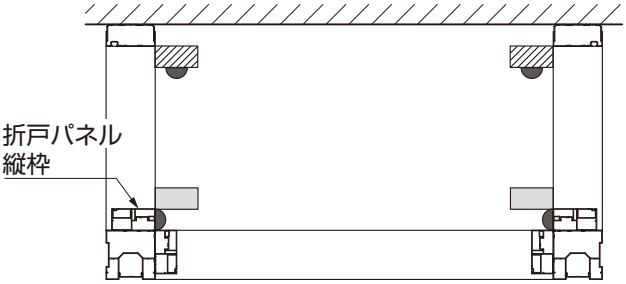
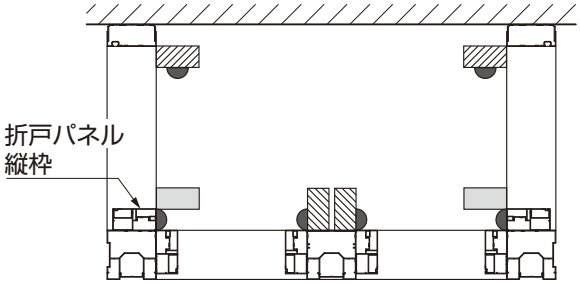

図3-1　1.5間～3.0間 基本タイプ
図3-2　2.5間以上 腰壁タイプ
①タイプにより戸当り枠、吊元枠の取付場所が異なります。図3-1、図3-2で確認してください。